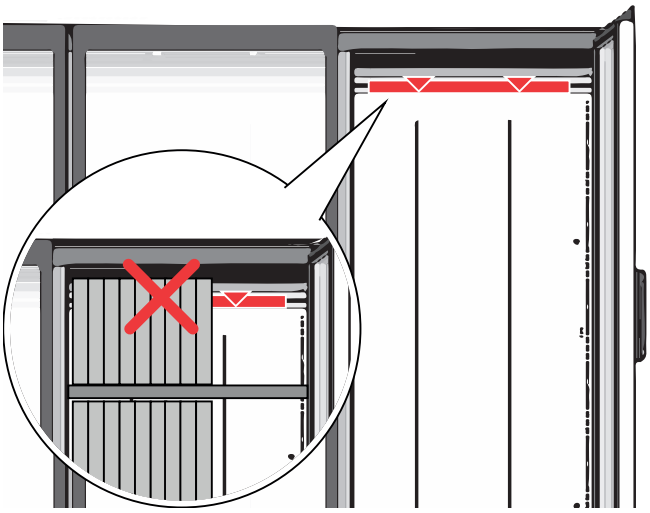

Abb. 16
- Die Waren nicht die Fülllinie überschreiten ("Abb. 16").